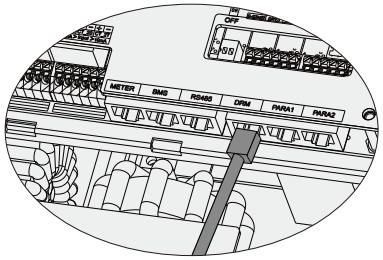

Figure 4.7-4 RJ45 interface
Step 4. Connect RJ45 terminal to the right position onto the inverter.See Figure 4.7-4